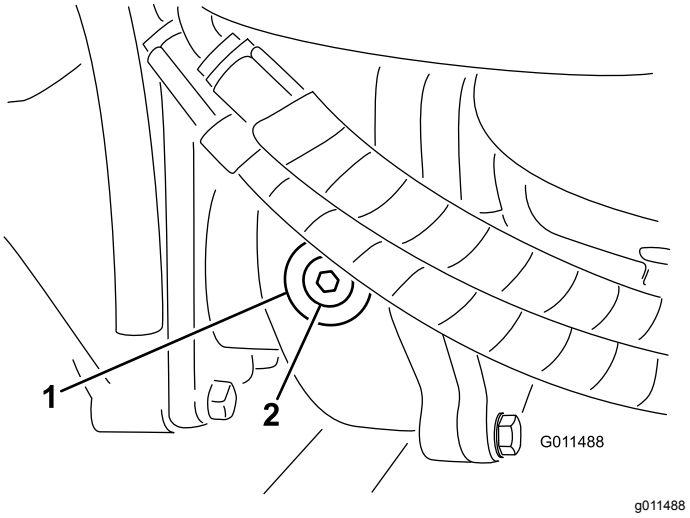

Figuur 17
2. Verwijder de controle/vulplug aan de linkerzijde van de tandwielkast en controleer of de tandwielolie tot aan de onderkant van de opening komt (Figuur 17).